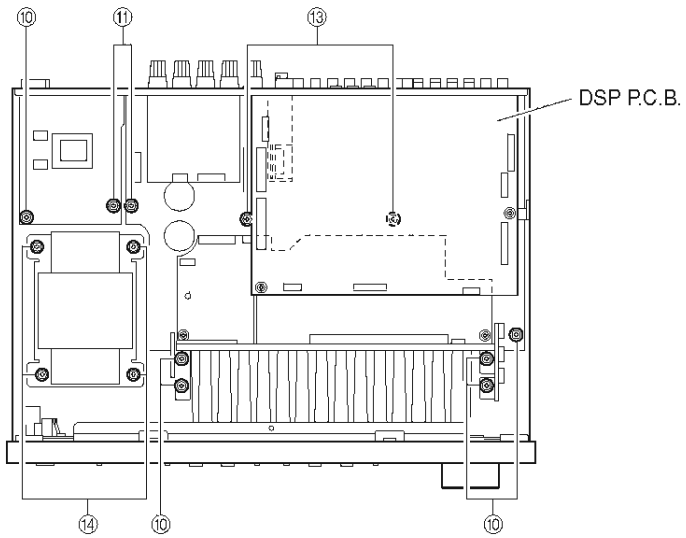

Fig. 5
c. Remove 6 screws (⑩). (Fig. 5)
d. Remove 2 screws (⑪). (Fig. 5)
f. Remove 2 screws (⑬). (Fig. 5)
g. Remove 4 screws (⑭). (Fig. 5)
c. ⑩のネジ6本を外します。(Fig. 5)
d. ⑪のネジ2本を外します。(Fig. 5)
f. ⑬のネジ2本を外します。(Fig. 5)
g. ⑭のネジ4本を外します。(Fig. 5)